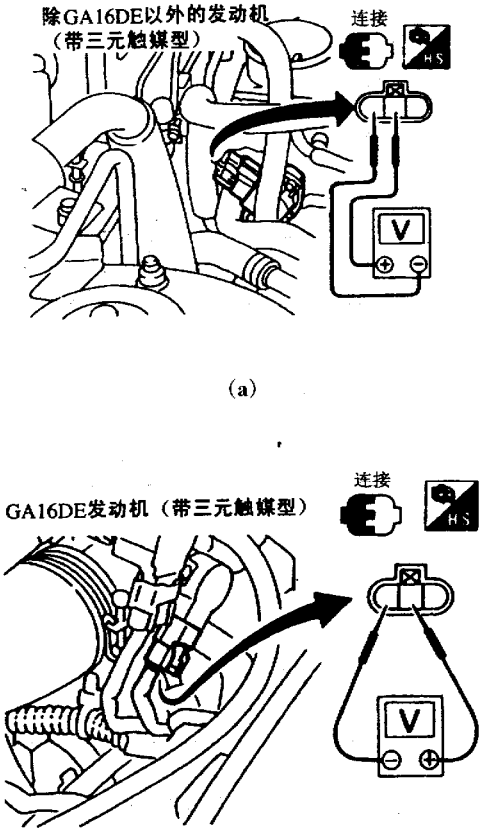

图 8－6－13　测量电压
(4) 将节气门扳到不同开度，如图 8－6－14 所示，测量端子ⓐ与ⓑ之间的电阻，其电阻值应符合表 8－6－6，若不符合要求，则更换节气门位置传感器。